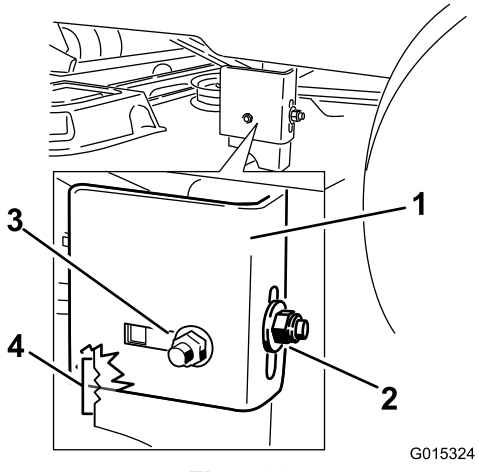

Figur 60
9. Løsn den bageste låsemøtrik på hængebeslaget (Figur 60).
10. Løsn sidelåsemøtrikken på hængebeslaget lige nok til, at hængebeslaget kan justeres (Figur 60).
13. Stop skjoldet i den justerede position, og stram sidelåsemøtrikken på hængebeslaget for at fastholde skjoldet i den nye position (Figur 60).